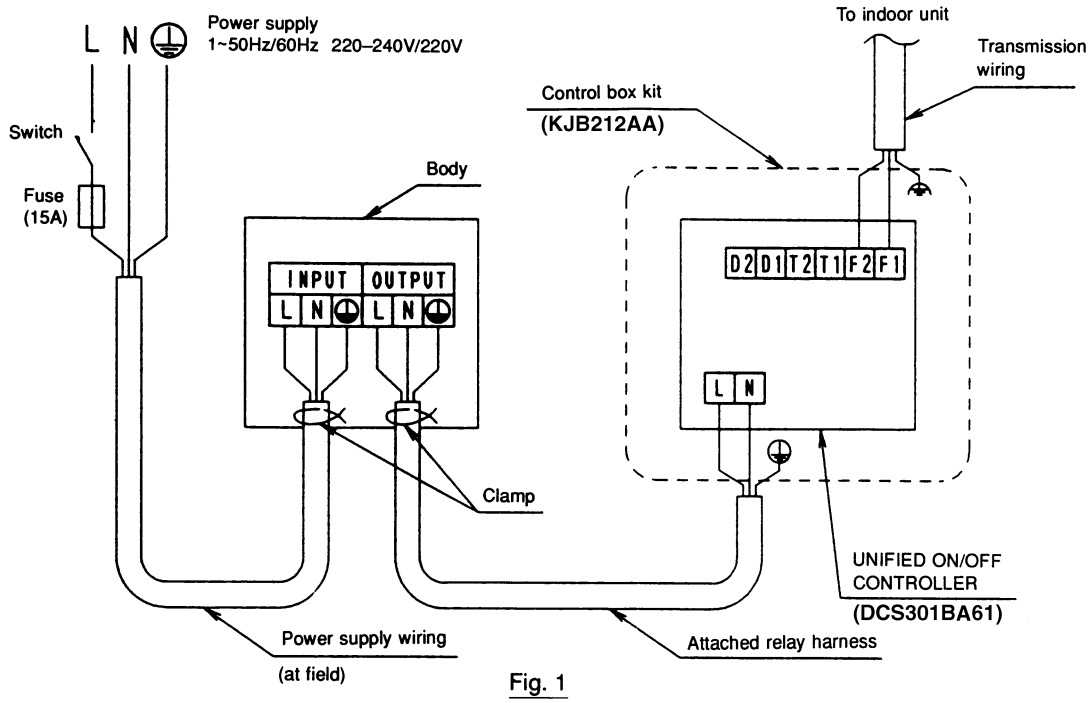

Fig. 1
① When indoor unit is H series. Use shield wire (2 wire).
② When indoor unit is G series. Use sheathed wire (2 wire).
- You may also use the sheathed wire if the above condition ① is satisfied, but remember that the sheathed wire fails to comply with EMC (Electromagnetic Compatibility) (European Directive).
- The grounding of transmission line as shown in the figure 1 is not required if the sheathed wire is used.